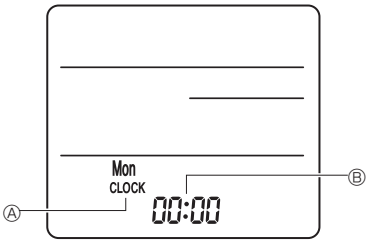

Fig. 6-9
3) Réglage (Réglage de l'horloge) (Fig. 6-9)
① Insérez les piles ou appuyez sur la touche ● CLOCK à l'aide d'un objet pointu. [CLOCK] (HORLOGE) Ⓐ et [:] Ⓑ clignotent.
② Appuyez sur la touche de réinitialisation RESET ● à l'aide d'un objet pointu.
③ Appuyez sur les touches de réglage pour régler l'heure.